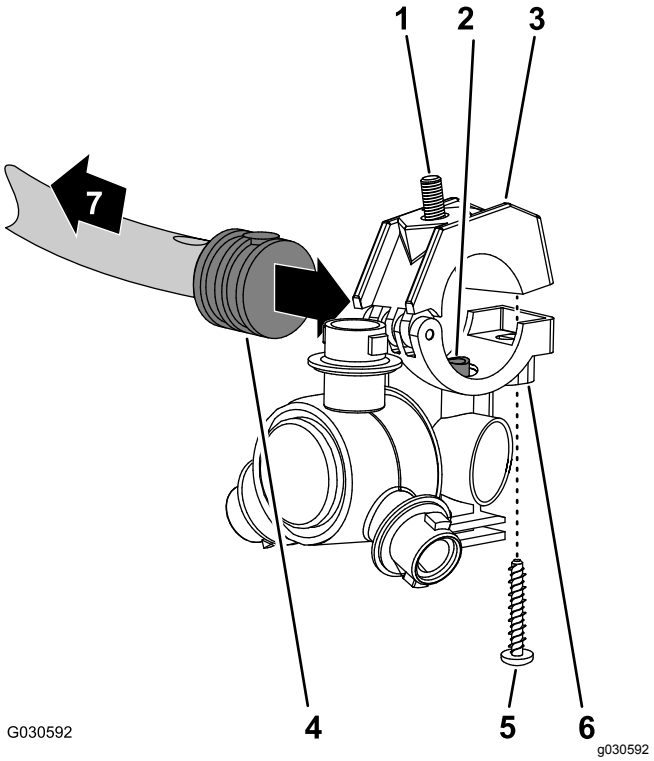

Figur 129
1. Juster overførselsrøret i sadlen til en sprøjtedyse (Figur 129), så det passer med hullet i siden af det enkelte modhage-slangeskaft (1/2 tomme).
2. Luk den øvre klemmehalvdel omkring modhage-slangeskaftet, og fastgør klemmehalvdelen og sprøjtedyseenheden (Figur 129) med den rustfrie stålskrue (nr. 12 x 1-1/4 tomme); tilspænd den rustfrie stålskrue til et moment på 14 til 18 N·m.